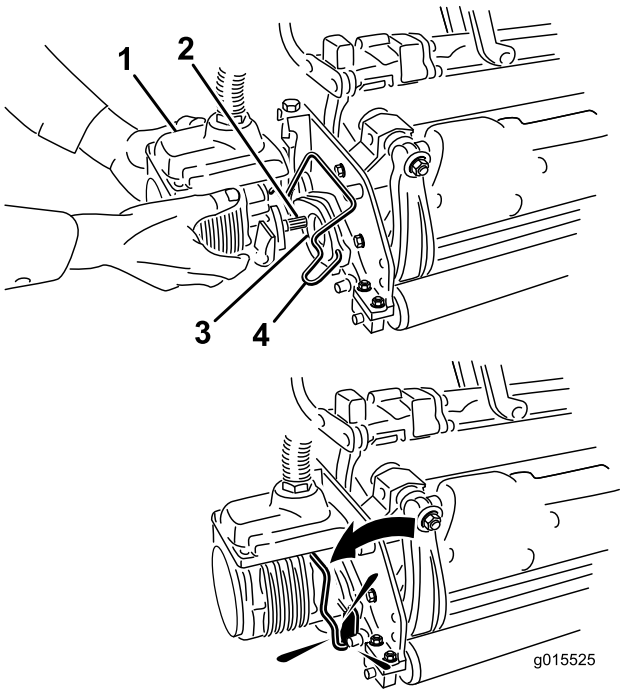

**Figur 38**
6. Dekk kileakselen i klippeenhetsmotoren med rent smørefett (Figur 38).
7. Sett motoren inn på klippeenhetens venstre side (fra brukerens synspunkt), og dra motorholdebøylen på klippeenheten mot motoren til du hører et "klikk" på begge sider av den (Figur 38).